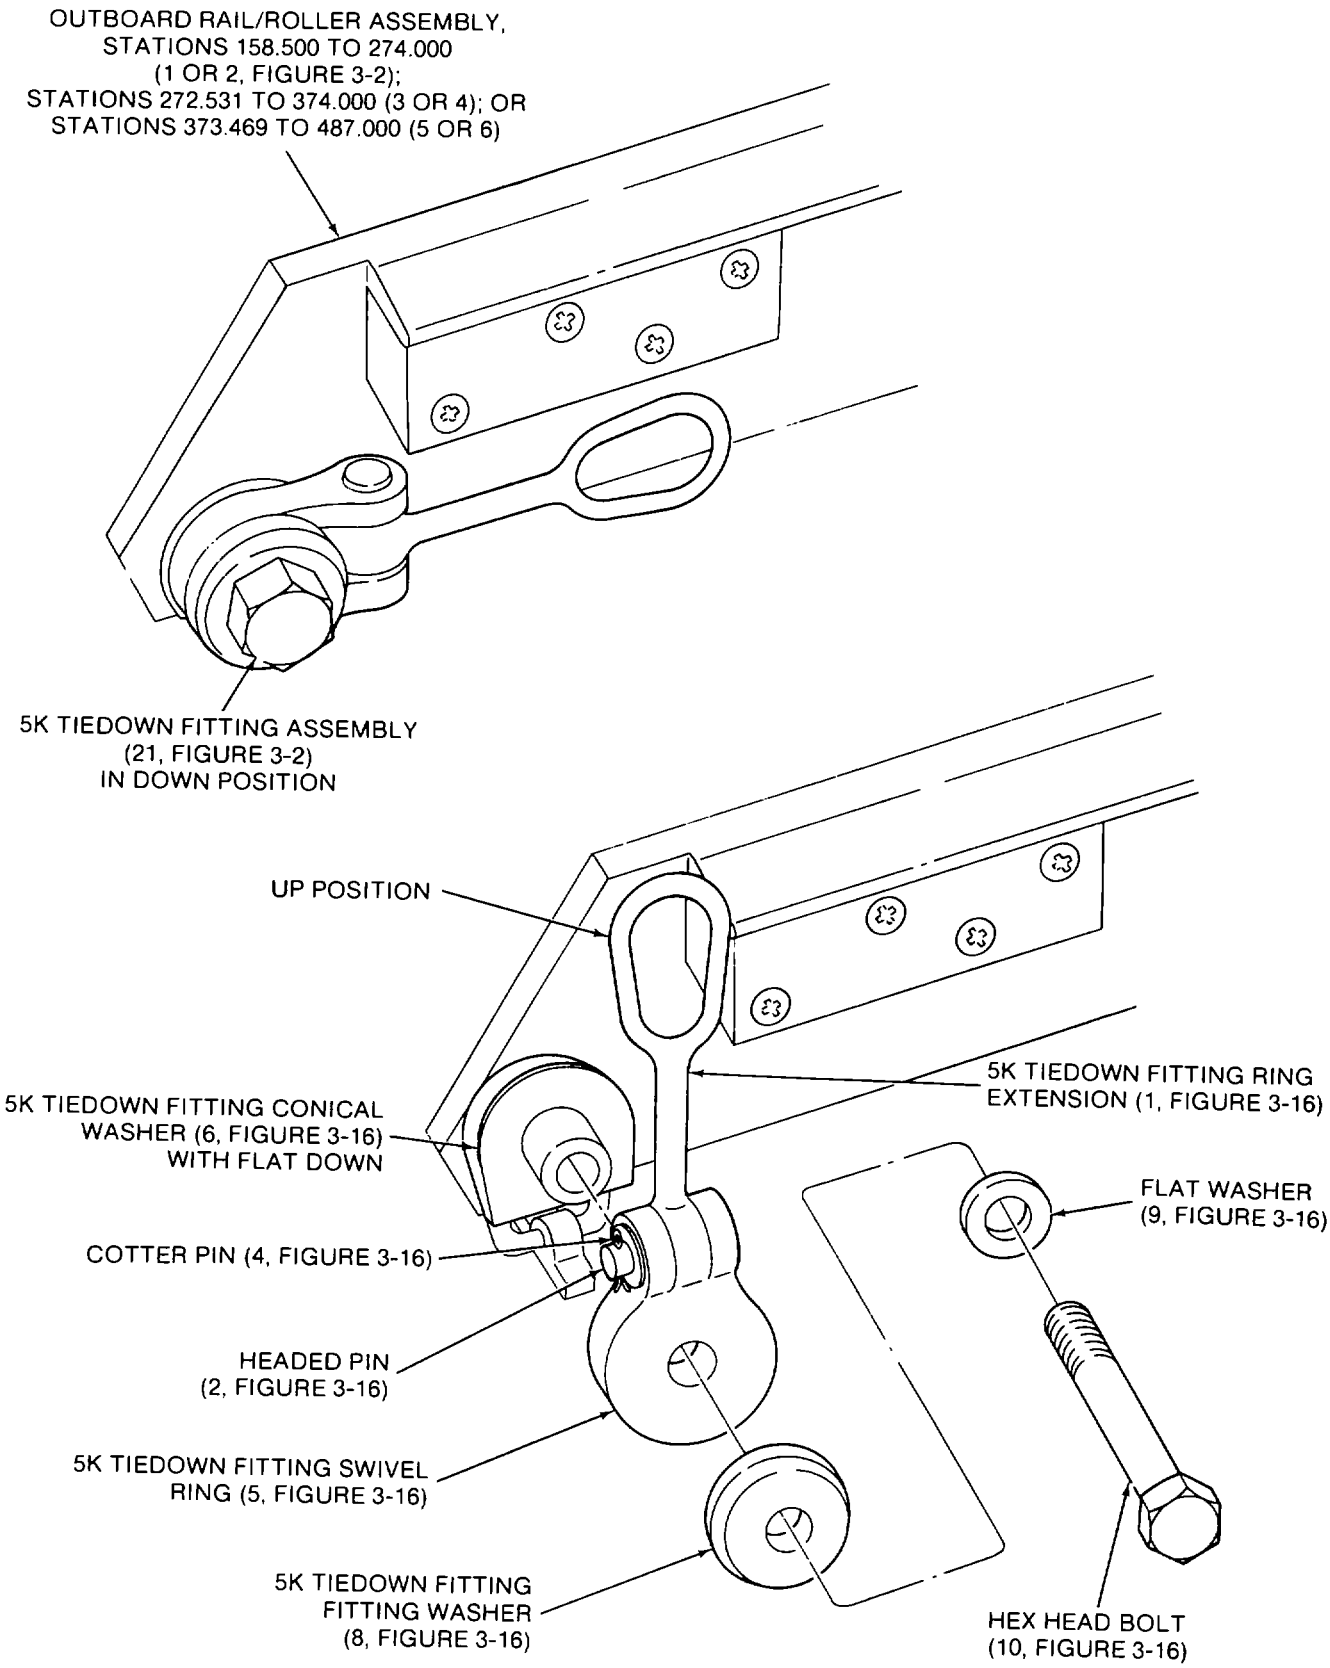

**Figure 2-28. 5k Tiedown Fitting Assembly Installation**
b. Refer to Figure 2-28 and remove 5k tiedown fitting assemblies (21, Figure 3-2) located at stations 380.000, 420.000, 440.000 and 460.000 as shown in Figure 2-33.